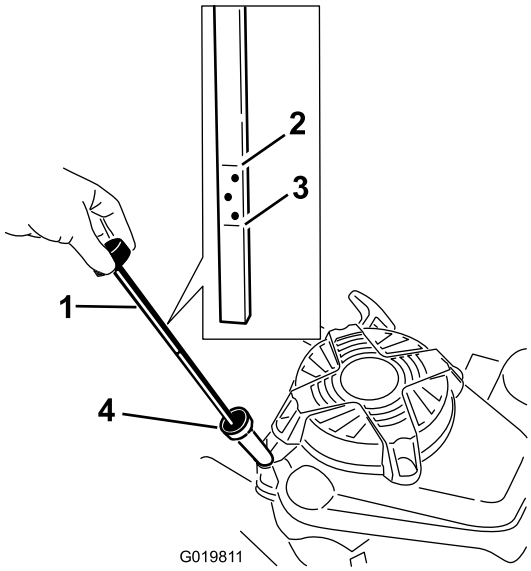

Rysunek 14
Za każdym razem przed rozpoczęciem eksploatacji sprawdź, czy poziom oleju znajduje się pomiędzy oznaczeniami Uzupełnij oraz Pełny na wskaźniku poziomu (Rysunek 14).
2. Oczyść wskaźnik poziomu (Rysunek 14).
6. Odczytaj poziom oleju na wskaźniku (Rysunek 14).